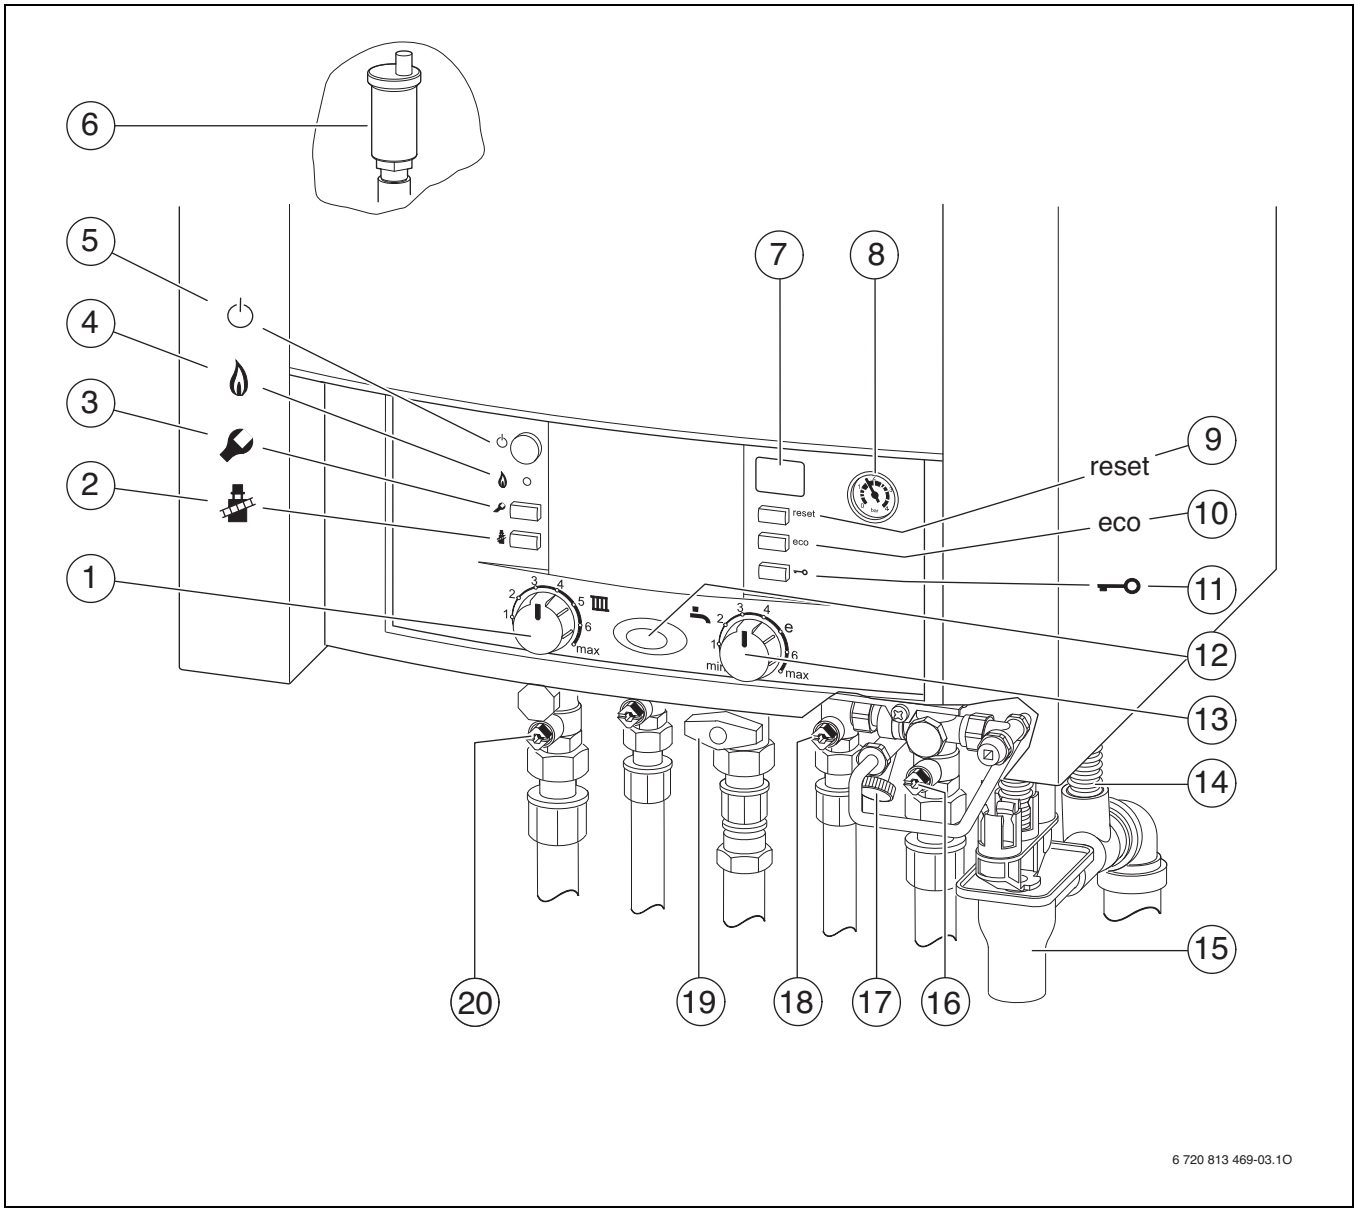

Bild 24
- ▶ Kaltwasserhahn (16) öffnen.
- ▶ Heizungsvorlaufhahn und Heizungsrücklaufhahn (15 und 19, Bild 24) öffnen und Heizungsanlage auf 1 -2 bar füllen und Füllhahn schließen.